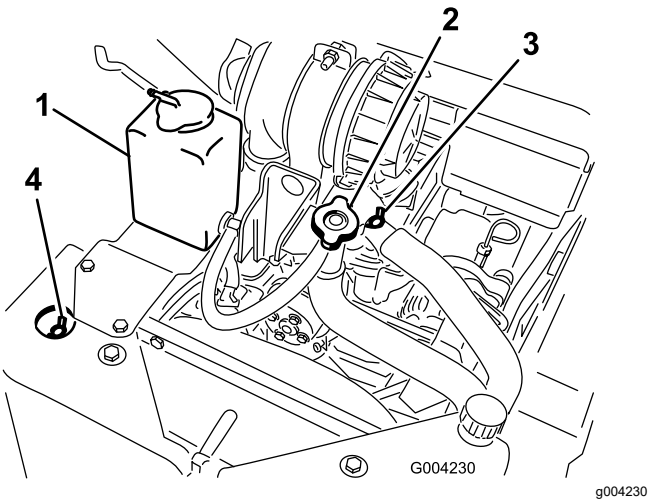

Rysunek 51
A. Odkręć korek wlewu płynu chłodzącego (Rysunek 51).
B. Otwórz przedni i górny zawór odpowietrzania układu chłodzącego (Rysunek 51).
C. Wlewaj płyn chłodzący przez szyjkę wlewu do momentu, gdy płyn zacznie wydostawać się przednim zaworem odpowietrzania (Rysunek 51).
D. Zamknij przedni zawór odpowietrzania (Rysunek 51).
E. Wlewaj płyn chłodzący przez szyjkę wlewu do momentu, gdy płyn zacznie wydostawać się górnym zaworem odpowietrzania (Rysunek 51).
F. Zamknij górny zawór odpowietrzania (Rysunek 51).
G. Wlewaj płyn chłodzący przez szyjkę wlewu do momentu, gdy płyn dojdzie do poziomu szyjki wlewu (Rysunek 51).
H. Załóż korek wlewu płynu chłodzącego (Rysunek 51).
I. Dolewaj płyn chłodzący do zbiornika wyrównawczego aż do osiągnięcia znaku maksymalnego poziomu z boku zbiornika (Rysunek 51).